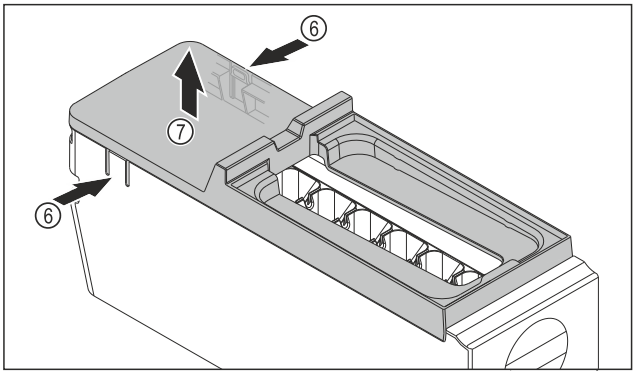

Fig. 106
▶ Retirer le couvercle du corps de l'EasyTwist-Ice : D'une main, pousser les languettes *Fig. 106 (6)* des deux côtés du corps de l'EasyTwist-Ice.
▶ De l'autre main, retirer le couvercle *Fig. 106 (7)* vers le haut.